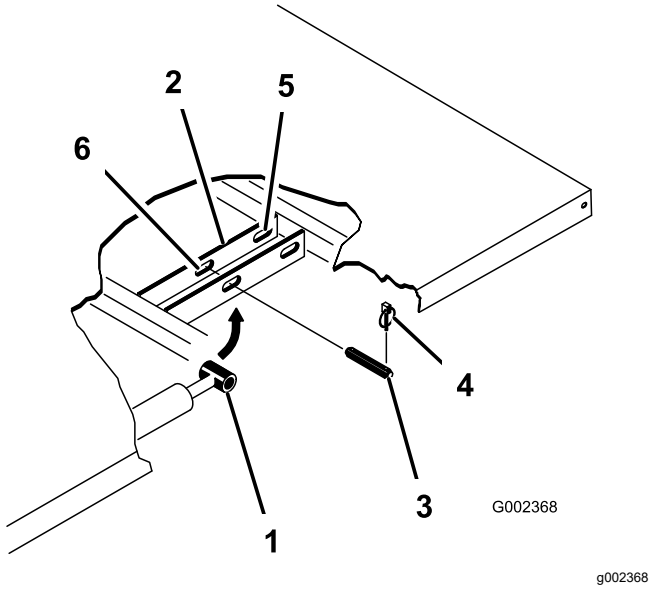

Figura 23
3. Retire os pinos de sujeição das extremidades exteriores dos pinos de forquilha da haste do cilindro (Figura 23).
4. Retire os passadores de forquilha que prendem as extremidades da haste do cilindro nas placas de montagem da plataforma, empurrando os passadores para dentro (Figura 23).
5. Retire os pinos de sujeição e os passadores de forquilha que prendem os apoios articulados nos canais da estrutura (Figura 23).